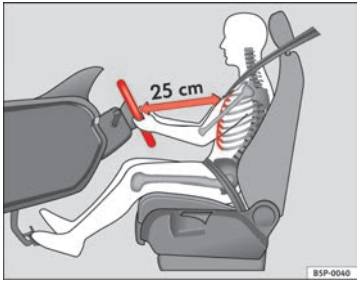

Abb. 1 Der richtige Abstand des Fahrers zum Lenkrad
– Stellen Sie das Lenkrad so ein, dass der Abstand zwischen Lenkrad und Brustkorb mindestens 25 cm beträgt ⇒ Abb. 1.
- **Stellen Sie den Fahrersitz so ein, dass zwischen Ihrem Brustkorb und der Lenkradmitte ein Abstand von mindestens 25 cm vorhanden ist ⇒ Abb. 1. Beträgt der Abstand weniger als 25 cm, kann Sie das Airbag-System nicht richtig schützen.**